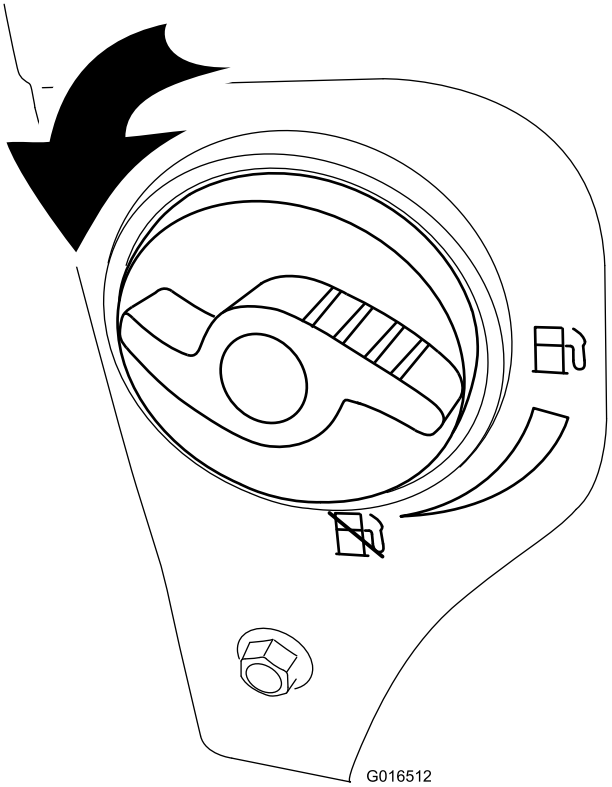

Figur 25
2. Öppna bränslekranen genom att vrida den 1/4 varv motsols (Figur 25).